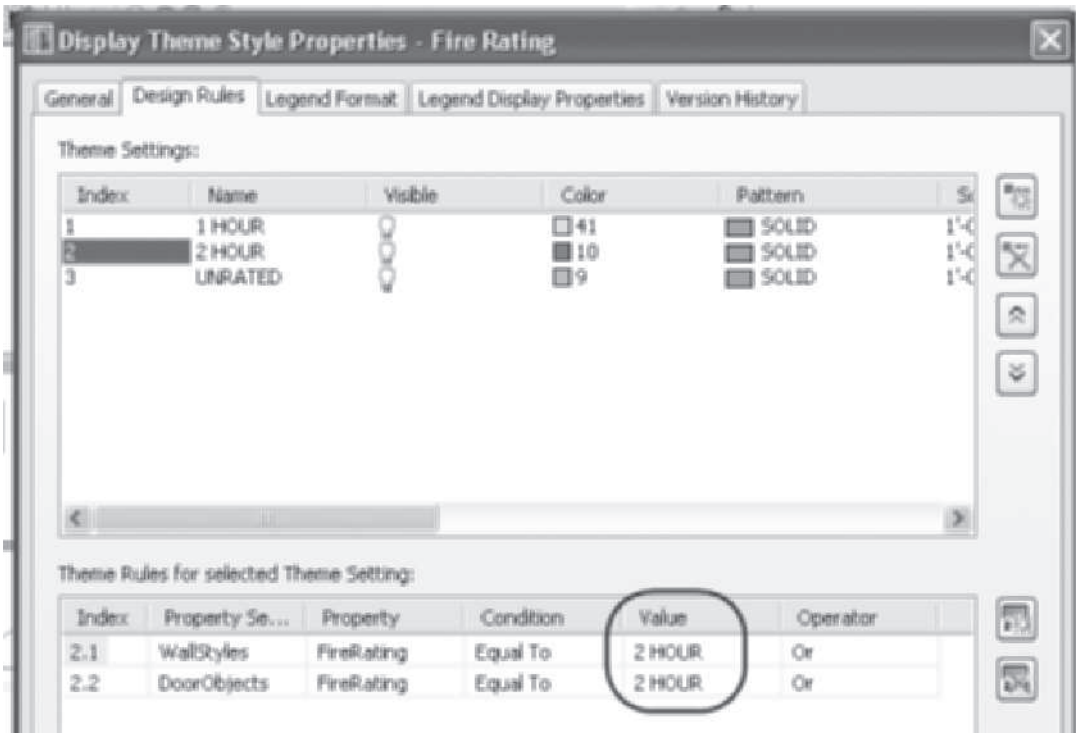

FIGURE 11.105 *Design Rules tab of the Display Theme Style Properties dialog box*
13. Choose the Design Rules tab as shown in Figure 11.105. Select Index 2 in the top window. The theme rule for the Theme Setting is displayed in the lower window. The theme setting for 2 HOUR will display if the wall style FireRating property is equal to 2 HOUR or the DoorObjects FireRating property is equal to 2 HOUR as shown in the lower window of Figure 11.105. Click OK to dismiss the Display Theme Style Properties dialog box.